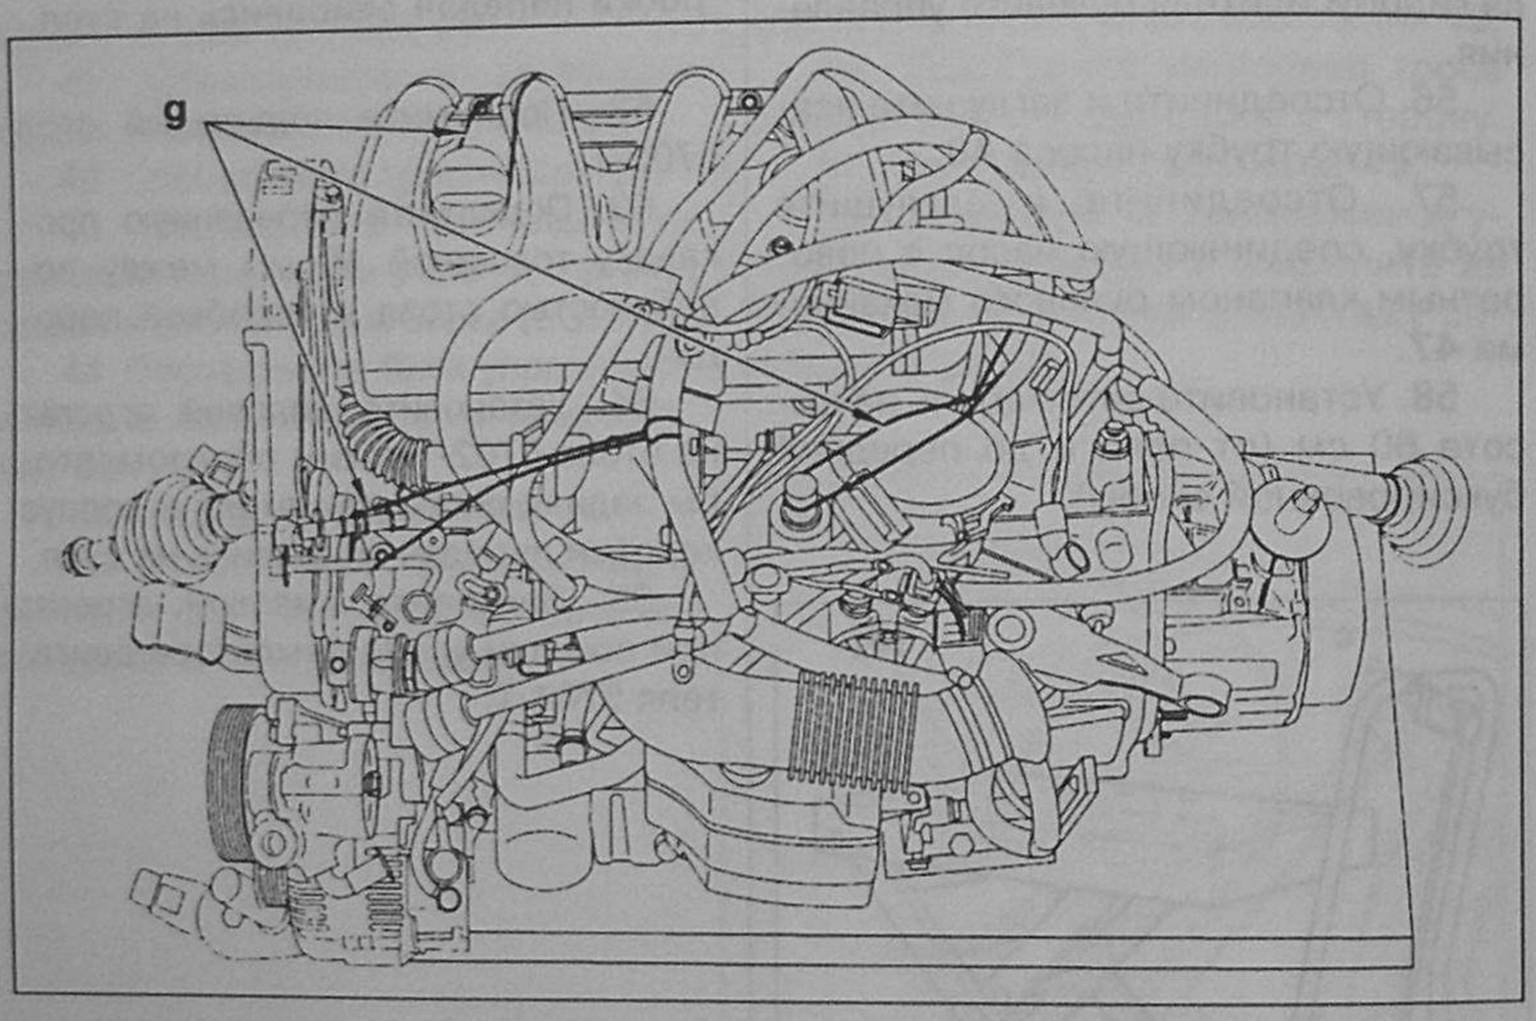

Рис. 6.91.
16. Привяжите трубки контура охлаждения (рис. 6.91).
17. Привяжите жгуты электрических проводов (рис. 6.91).